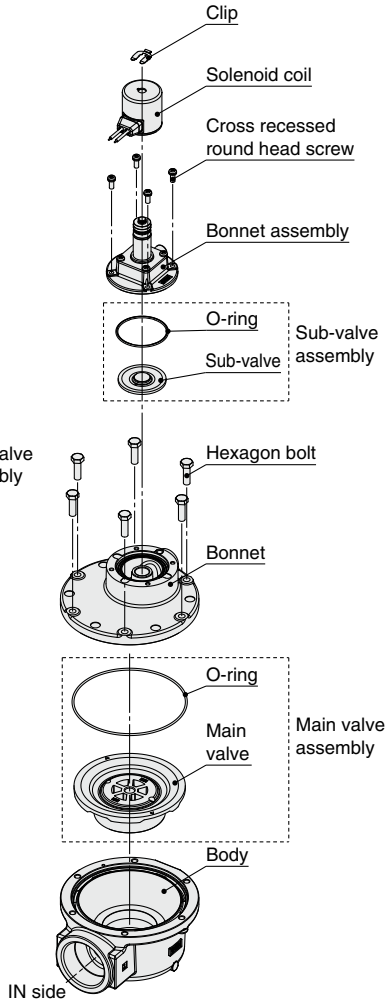

**Fig. 2 O-ring position**
2) Mount the O-ring to the body groove. (See Fig. 2.)